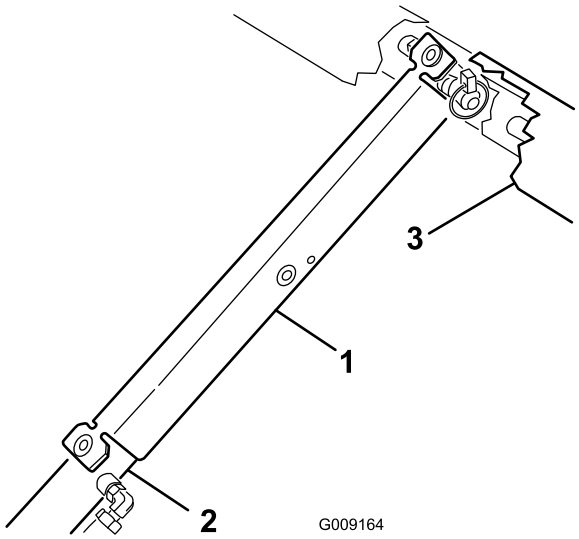

**Figur 31**
3. Skub ladstøtten ned over cylinderstangen, og sørg for, at tapperne på støtteenden hviler på enden af cylinderløbet og cylinderstangenden (Figur 31).